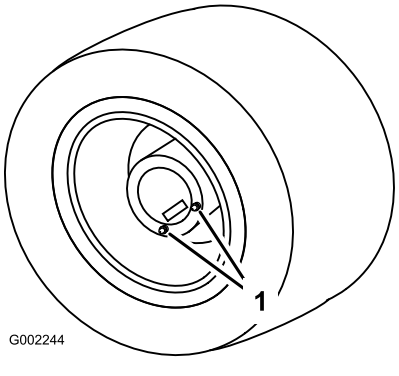

Рисунок 80
1. Поставьте опрыскиватель на ровную поверхность так, чтобы задние колеса были установлены в положение для слива (Рисунок 80).
3. Поместите поддон под пробки сливных отверстий и снимите их с колеса (Рисунок 80).